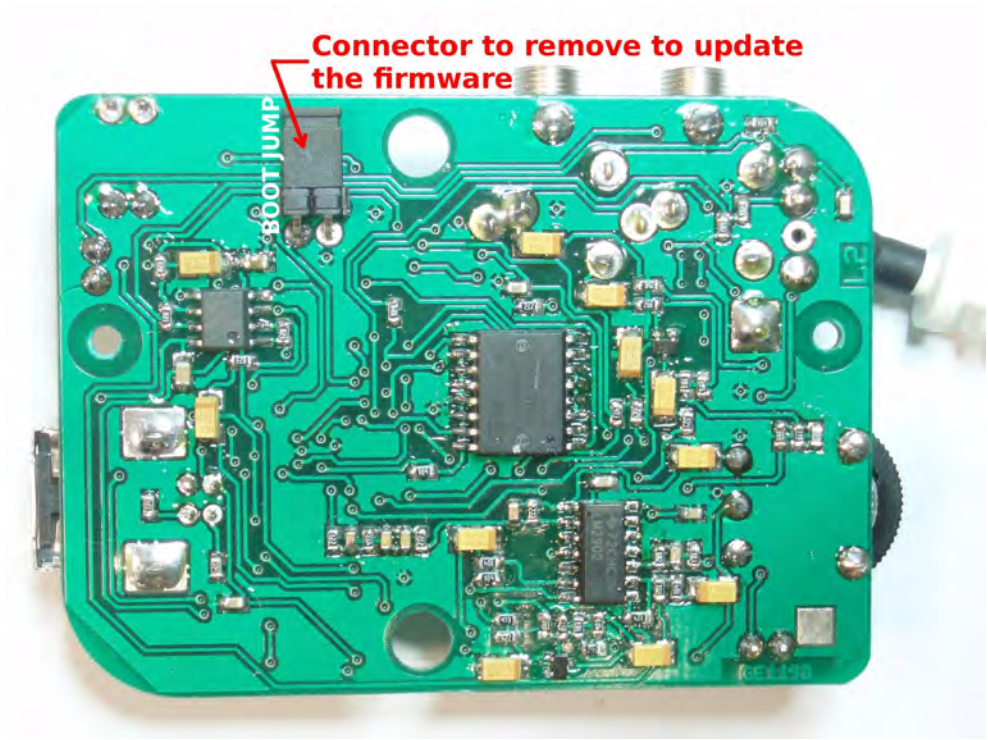

Figure 14: the black connector to remove.
2. remove the black connector placed near the white "BOOT JUMP" writing. Please refer to the figure 14;